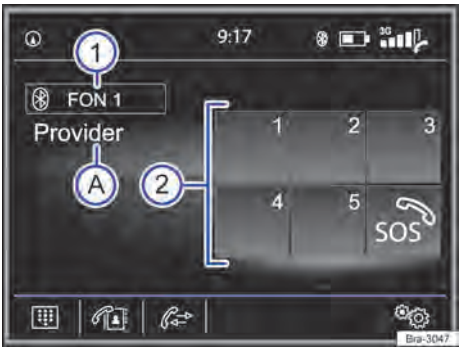

Fig. 162 Menu principal PHONE.
Os favoritos (botões de discagem rápida) → Fig. 162 ① podem ser ocupados com uma entrada da lista de contatos.